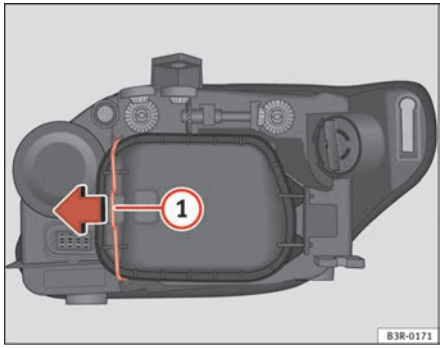

Fig. 195 Side light bulb (outside of vehicle)
- Move the brace ⇒ fig. 195 (1) in the direction of the arrow and remove the rigid cover, separating the brace side and then removing the two tabs from the other end of the cover.